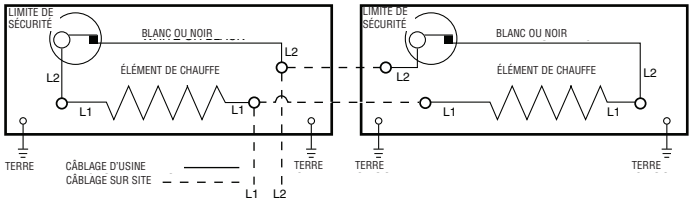

Figure 5 : Schémas de câblage
2. Les procédures de câblage et les connexions doivent être en conformité avec la norme électrique américaine (NEC) et les normes locales. Référez-vous au schéma de câblage du radiateur en Figure 5. Assurez-vous que toutes les connexions électriques sont bien serrées pour éviter une possible surchauffe. N'utilisez que des fils d'alimentation en cuivre.
d. Câblez le radiateur en fonction des schémas de câblage de la Figure 5. Remettez en place le couvercle de chemin de câble avec ses vis.
8. En suivant le schéma de câblage souhaité, comme montré en Figure 5, branchez l'alimentation électrique au radiateur en utilisant des bouchons de raccordement de fils approuvés